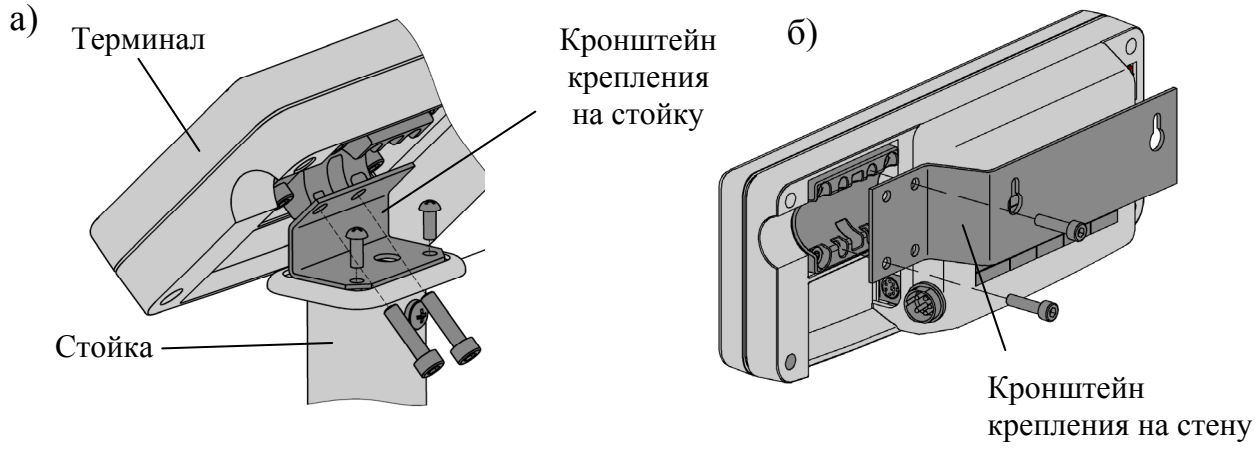

Рис. 4.1 - Установка терминала A.W/4D на стойке (а), на стене (б)
4.1.3.1 Ввернуть антенну в корпус терминала AB.W/4D (терминал A.W/4D содержит внутреннюю антенну). Установить терминал в удобное для работы оператора положение. Терминал может быть установлен на стойке, столе или стене (вариант крепления терминала A.W/4D приведен на Рис. 4.1).
4.2.2.1 Установить терминал в удобное для работы оператора положение. Терминал может устанавливаться на стойке, столе или стене (см. Рис. 4.1).